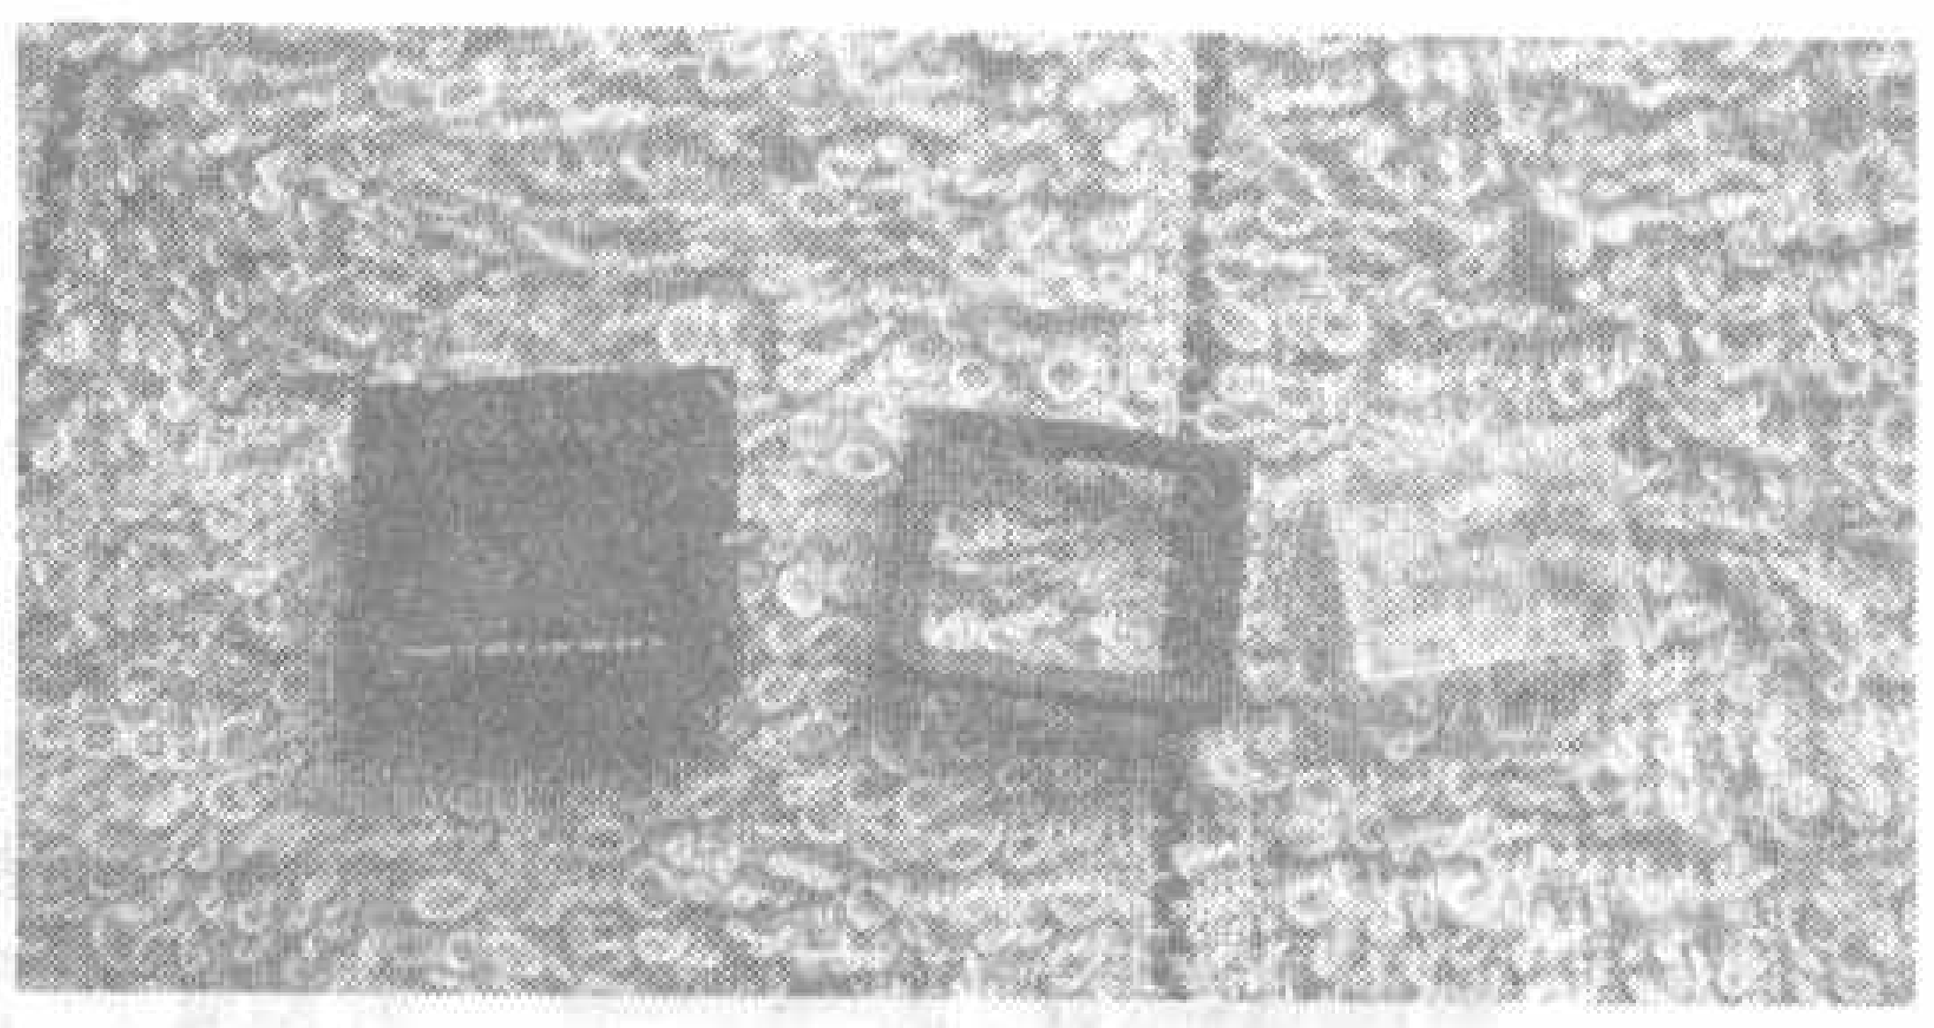

图 15
3. 取下损坏的CCD。拆下定位金属片、前面的橡胶框以及滤光片见图15，然后把新的CCD换上去。更换的时候一定要注意芯片的方向，最好在拆之前做一个记号，记下芯片缺口的朝向。焊接的时候注意时间和焊接温度，以免烧坏CCD或软电路板。最好把原装的橡胶框和滤光片也换回去，如果使用不合适的滤光片可能会影响聚焦。橡胶框很难粘接，但无论如何不要使用502胶水，它一旦沾到CCD透明窗口上，就很难清除，CCD只能报废。